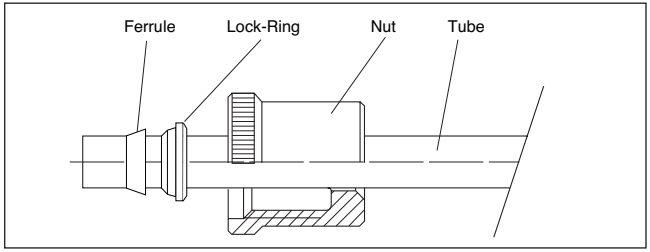
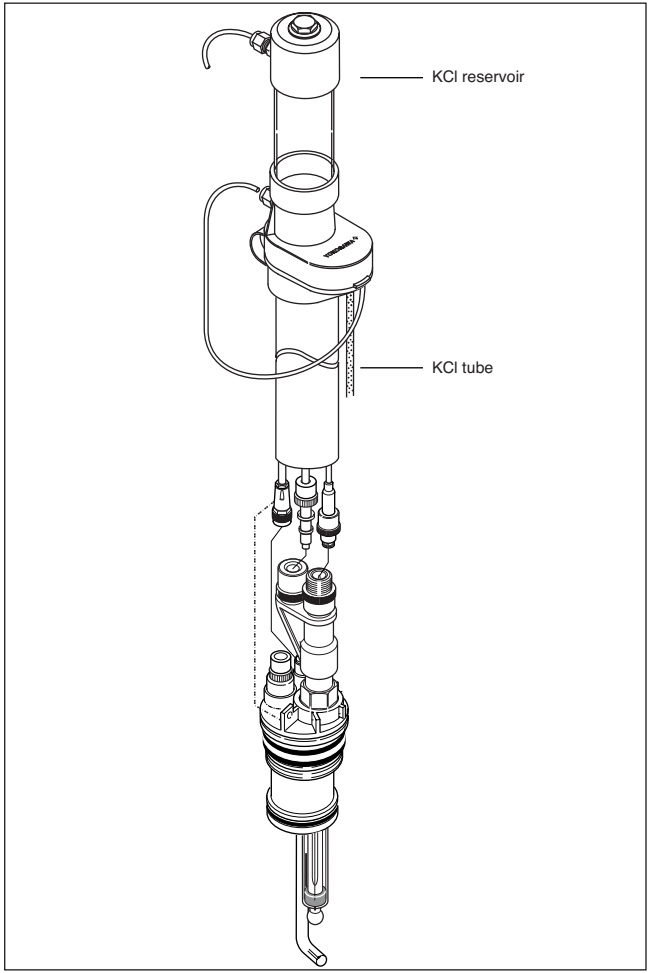

Figure 33. Connection of chemical cleaning/KCl tubing
Figure 36. Connection of KCl tubing
5-2. Mounting and maintenance (see fig. 33, 34, 35)
(2) Mount the connector at the chemical cleaning tube as shown in fig. 33.
(3) Push the tube into the spray unit connection at the basic holder and seal it with the nut.
(4) Pull the tube through the rubber cap and close the cap.
(5) Connect the other end of the tube at a pump or solenoid valve.
(6) The connections used for chemical cleaning should be checked frequently to prevent leakage.
6-2. Mounting and maintenance (see fig. 33 and 36)
(2) Mount the connector at the KCl tube as shown in fig. 33.
(3) Push the tube into the KCl connection at the flow electrode and seal it with the nut.
(4) Pull and stretch the tube at the rubber cap and close the cap.
(5) Connect the other end of the tube at the KCl reservoir which should be placed on the top of the rubber cap (see fig. 36). This causes a hydrostatic pressure on the KCl solution and therefore a positive outflow of KCl through the diaphragm of the electrode.
(6) Fill the KCl reservoir with 1mol. KCl solution by unscrewing the cover at the top. Check the KCl level regularly.